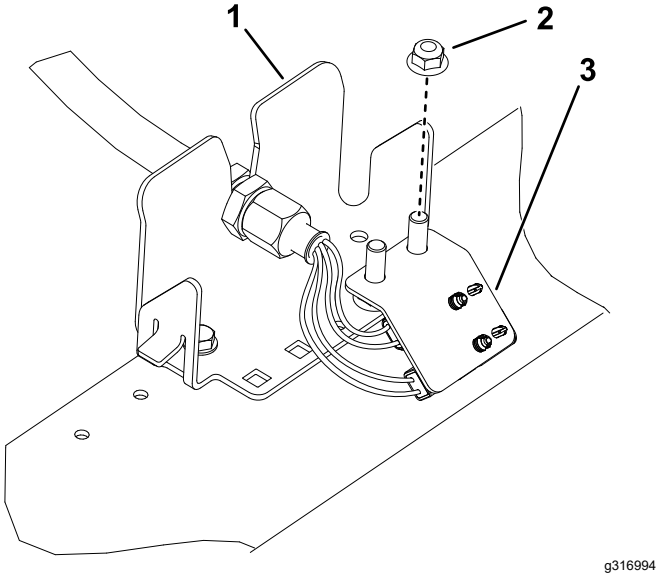
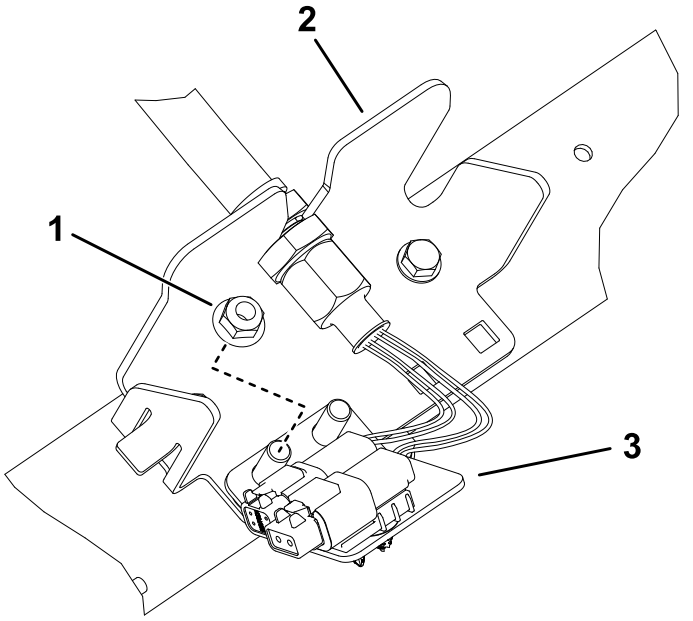

Figur 27
Figur 30
6. Gentag proceduren på de resterende 4 placeringer på skottet som vist i Figur 27 til Figur 30.